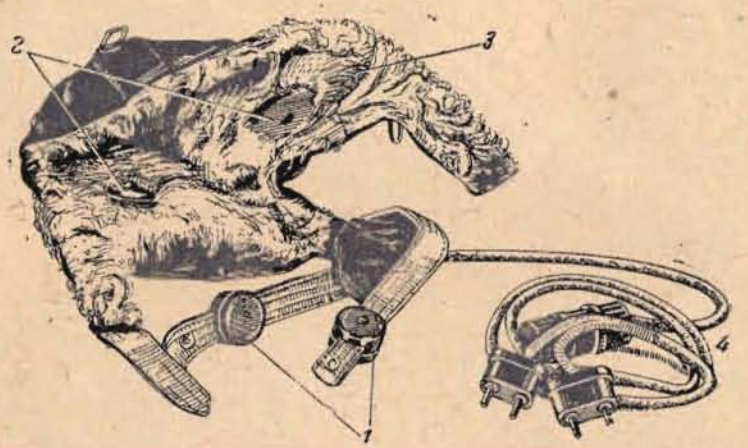

Рис. 82. Общий вид авиационного шлемофона:
2. *Комплект.* Шлемофон (рис. 82) состоит из: